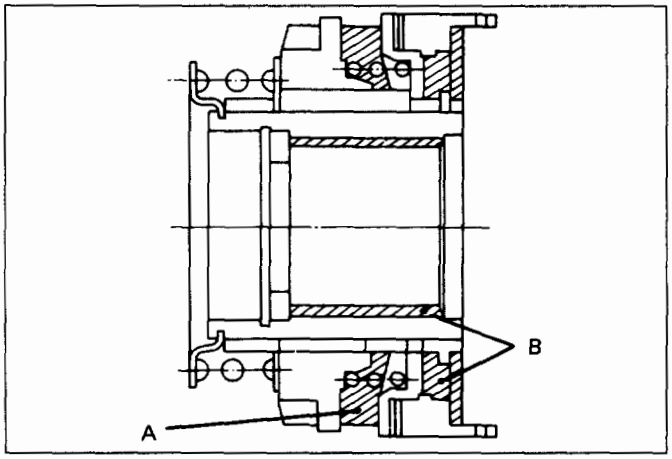

Fig. 4C-100
2) Align the cut portion of the drive clutch assembly with the concave portion of inner cam (Fig. 4C-101).